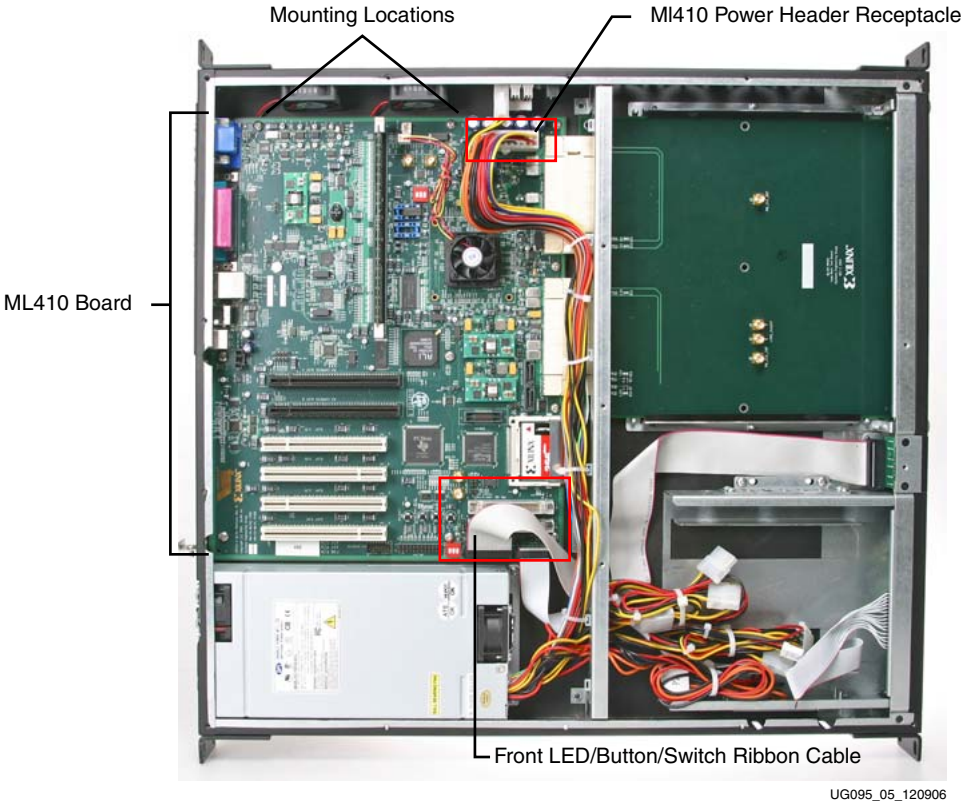

*Figure 5:* **Completed Assembly**
The completed assembly shown in Figure 5 contains the following optional parts:
3. Install the ML310/ML410 board into the chassis as shown in Figure 5, page 11 with the provided screws.
4. Install the ribbon cable (the orientation of the cable is shown in Figure 5, page 11):
Connect the ML310/ML410 power cable (the cable with the largest header) to the ML310/ML410 board via J18 (see Figure 5, page 11 andFigure 9). Use cable ties to fasten this group of wires and the group of wires from the previous step to the small mounting metal holes on the center support beam of the chassis. If a hard disk or
CD-ROM is installed, connect one of the power wires to the device. Cable tie the remaining power supply wires and tuck them away as shown in Figure 5, page 11.